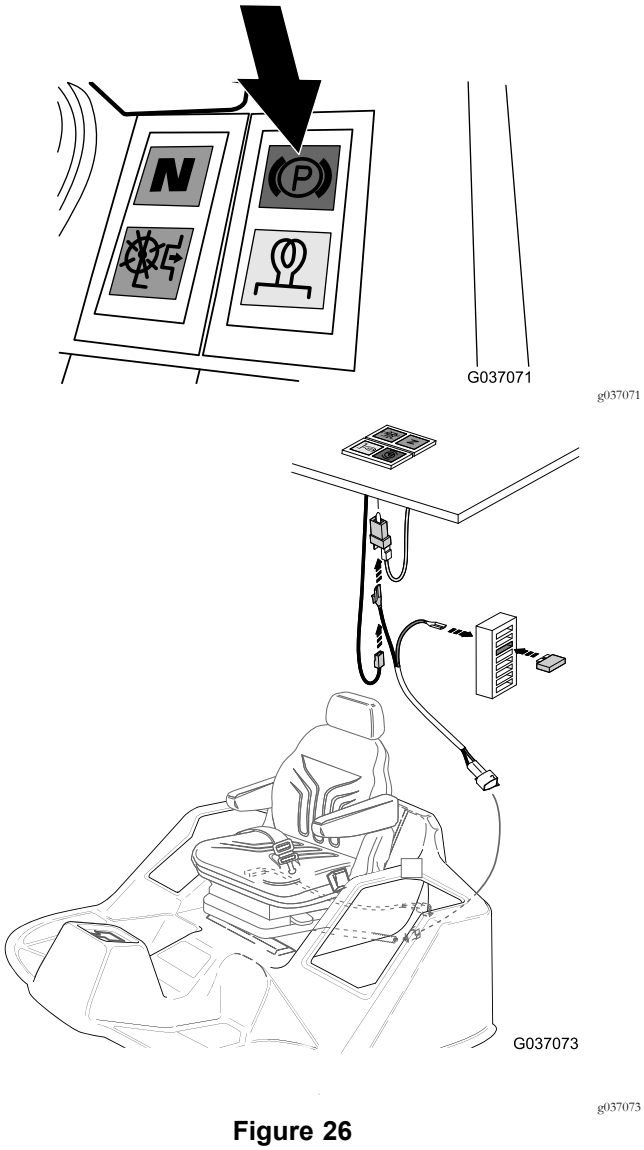
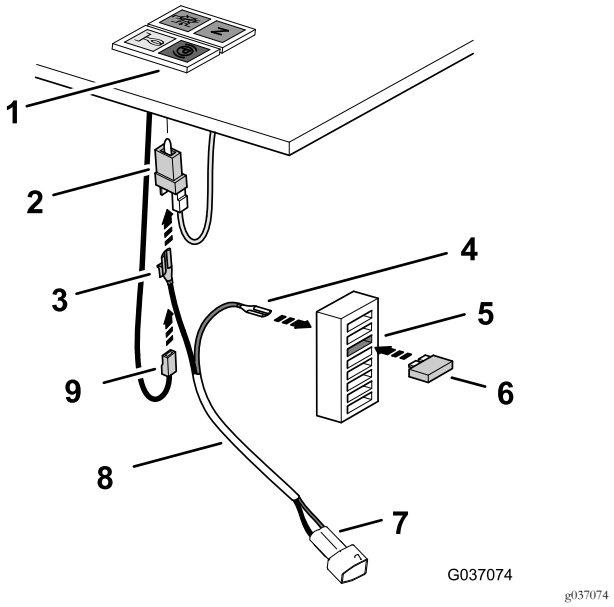

Figure 26
Figure 27
5. En passant sous le panneau de commande, localisez le connecteur du feu de stationnement et retirez le connecteur à douille associé au fil noir du connecteur du feu de stationnement (Figure 26).
6. Branchez le connecteur associé au fil noir que vous avez retiré à l'opération 5 à la borne à lame du connecteur piggyback (fil noir) du faisceau de relais (Figure 26 et Figure 27).
7. Branchez le connecteur piggyback à la borne à lame du connecteur du feu de stationnement (Figure 27).
8. À l'arrière du porte-fusibles, branchez la borne à douille (fil rouge) du faisceau de relais au connecteur à lame du porte-fusibles à la 3ème position en partant du haut (Figure 27).
9. Insérez le fusible (10 A) à la 3ème position en partant du haut du porte-fusibles (Figure 27).